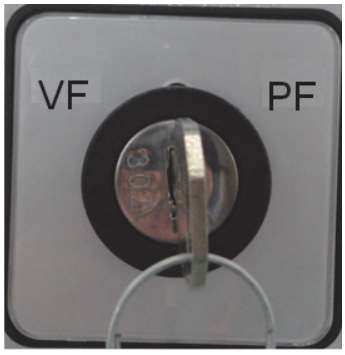

Fig.3 Variable-frequency/power-frequency switch
- The switch SF2 for VF/PF switching with each other is available (self-reset) (2# is SF4), as shown in Fig.3.